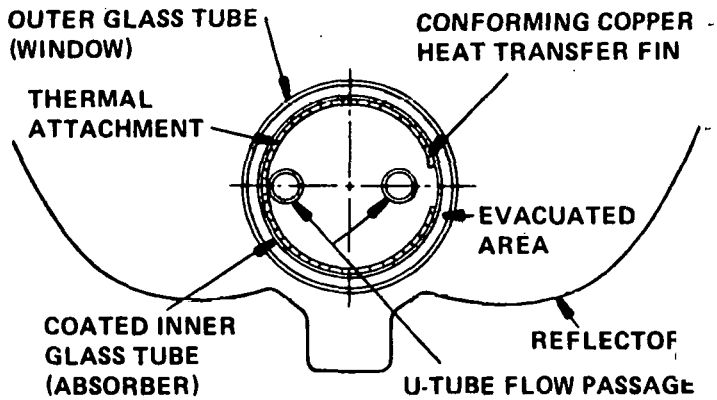

Figure 2-2. Cross-Section of Active Collector Elements
The glass vacuum tube and the finned-tube are shown in cross section in Figure 2-2. The glass vacuum tube consists of two glass cylinders joined to form a large "Thermos (TM) bottle". The outer cylinder serves as the window, and the inner cylinder, which is selectively coated on the outer surface, acts as the absorber. The space between the two glass cylinders is evacuated. The energy absorbed is transferred through the inner glass tube and into a conforming cylindrical copper fin. The thermal energy is then conducted along the fin and into the fluid passing through the U-tube. This design eliminates glass-to-metal seals, eliminates impact of potential glass breakage on operational continuity, reduces thermal inertia, and eliminates thermal expansion differentials between metal and glass components. The 1/4 inch copper tubing which contains the working fluid terminates with 45-degree flare nuts for mechanical attachment to headers.